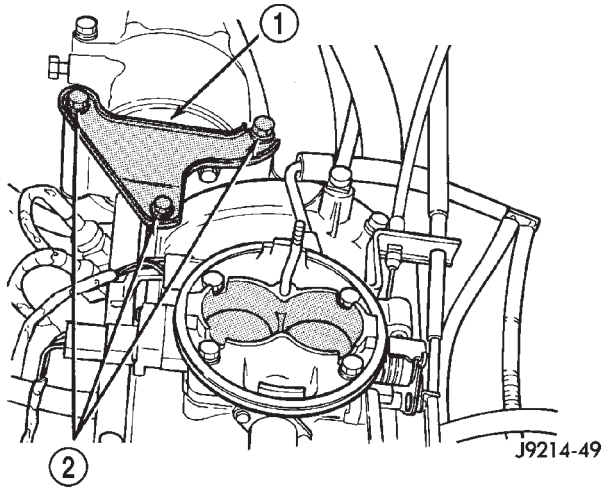

Fig. 25 A/C Compressor Support Bracket—Typical
(1) Remove negative battery cable at battery.
(2) Remove air cleaner.
(3) Perform fuel pressure release procedure.
(4) Remove throttle body from intake manifold. Refer to Throttle Body removal in this group.
(5) If equipped with air conditioning, remove the A-shaped A/C compressor-to-intake manifold support bracket (three bolts) (Fig. 25).